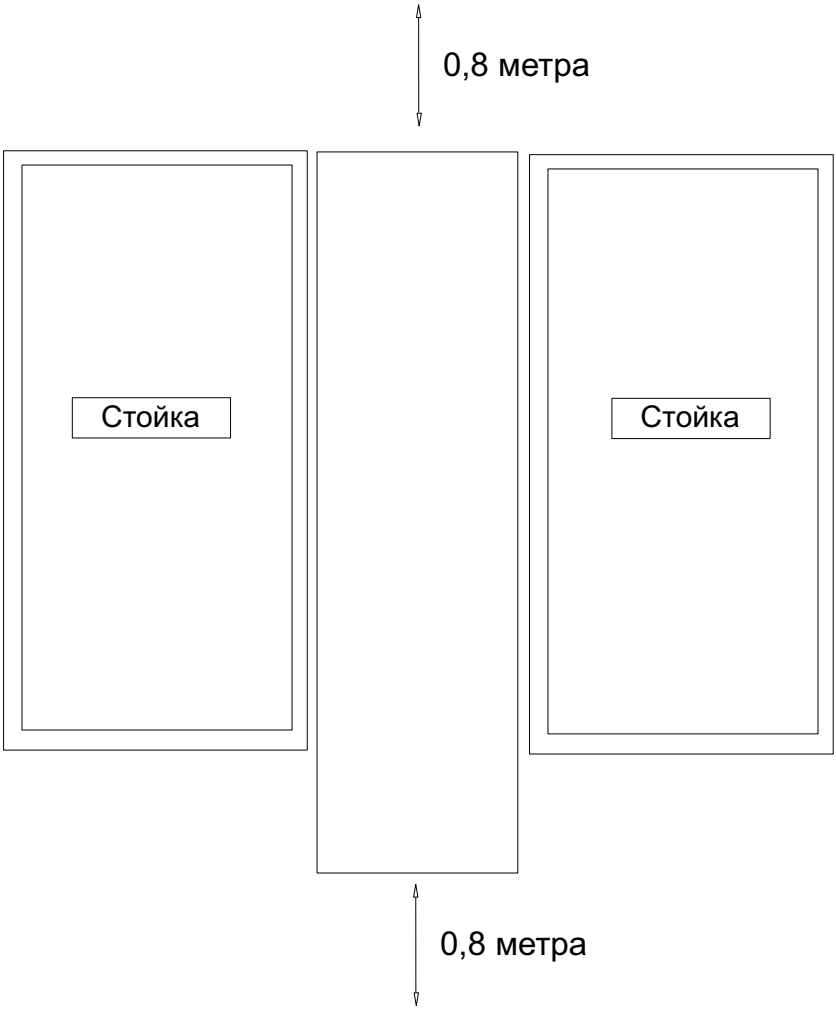

Рисунок 4 - Пример размещения кондиционера
4.2.1 Размещение должно осуществляться в зависимости от конструкции кондиционера, с безусловным соблюдением проектных и конструктивных особенностей используемого кондиционера. При установке следует соблюдать пространство, необходимое для планового техобслуживания (и при необходимости экстренного). Доступ к внутренним компонентам осуществляется с лицевой и тыльной сторон кондиционера. Ширина прохода с лицевой и тыльной сторон кондиционера должны быть не менее 0,8 м (рисунок 4).